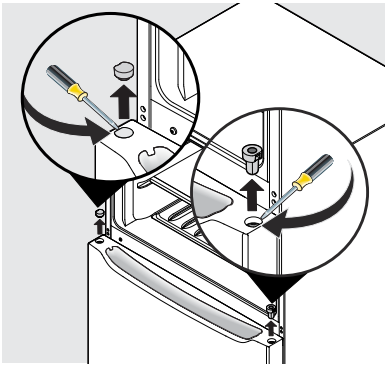

Figure 5
14. Retirez le roulement de la charnière centrale du haut de la porte du réfrigérateur avec un tournevis droit (voir la figure 5).
15. Retirez le bouchon du roulement de la charnière centrale du côté opposé de la porte du réfrigérateur avec un tournevis droit (voir la figure 5).